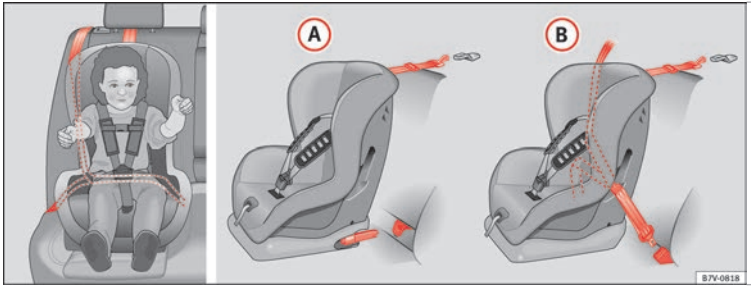

Fig. 31 On the rear seats: Possible installations for the child seat.
Figure ››› **Fig. 31** (A) shows the basic child restraint system mounting using lower retaining rings and the upper retaining strap. Figure ››› **Fig. 31** (B) shows the child restraint system mounting using the vehicle seat belt.